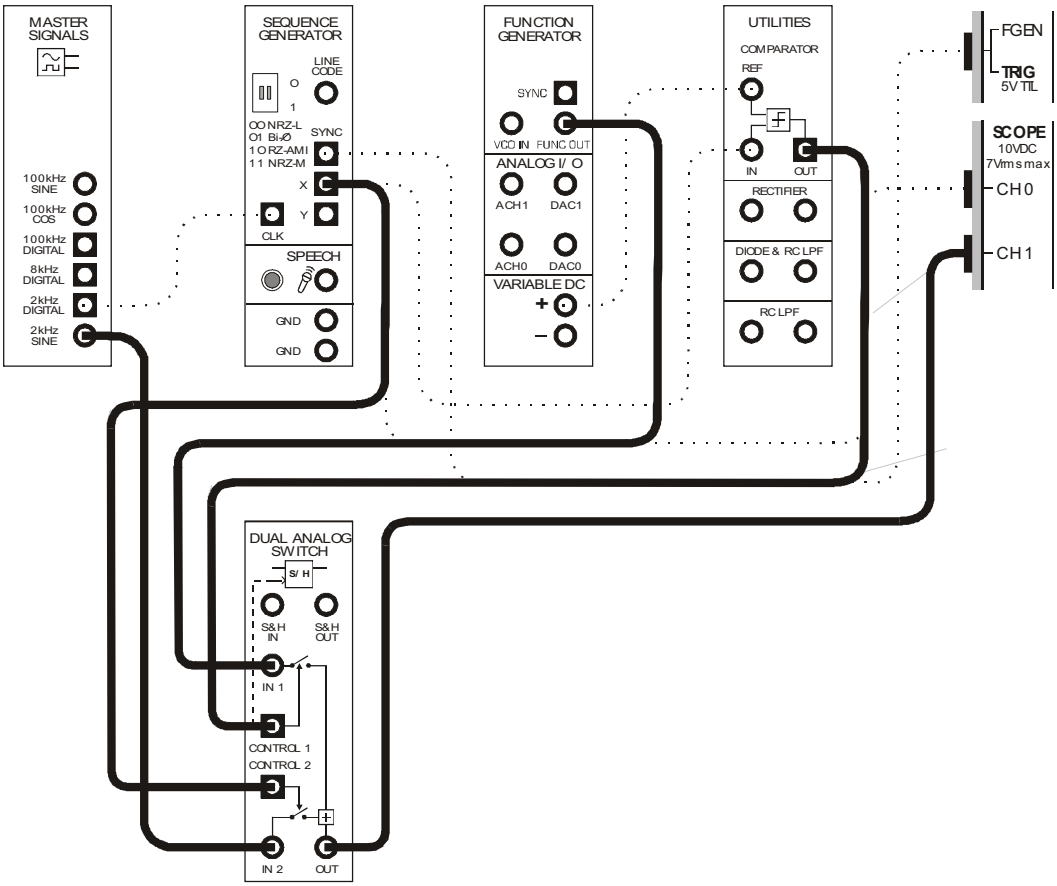
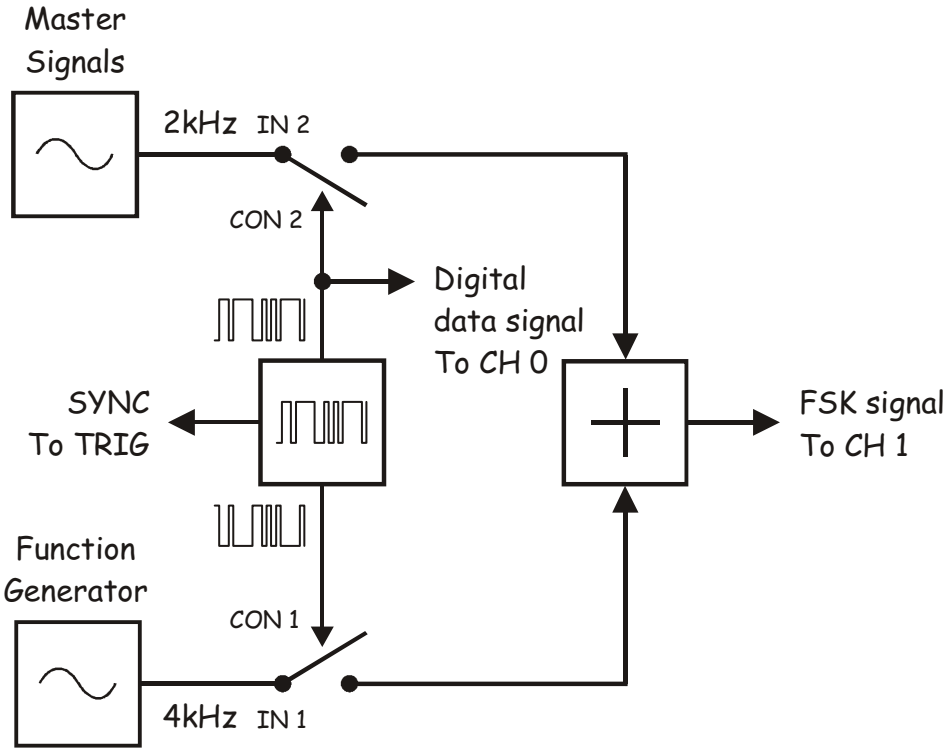

Figure 5
Figure 6
16. Modify the set-up as shown in Figure 5 below.
The set-up in Figure 5 can be represented by the block diagram in Figure 6 below. The Dual Analog Switch module implements the entire switching process necessary for FSK generation.